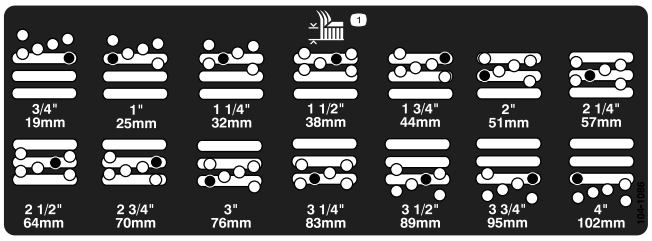

Figur 17
4. Ta av avstandsstykket mens du støtter kammeret (Figur 17).
5. Flytt kammeret til ønsket klippehøyde og monter et avstandsstykke i korresponderende klippehøydehull og spor (Figur 17).